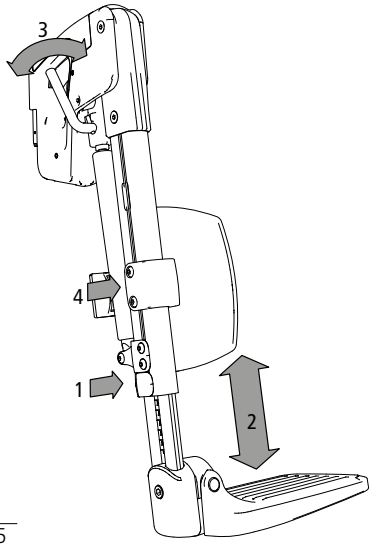

fig. 35
1. Desserrer les deux vis hexagonales au dos (1, fig. 35).
2. Vous pouvez maintenant ajuster la hauteur de la partie inférieure du repose-jambes (2, fig. 35). Resserrer la vis de blocage une fois la position souhaitée choisie.
3. Pour modifier l'angle du repose-jambes, tirer ou enfoncer le levier (3, fig. 35). L'angle s'ajuste en continu par le biais d'un ressort pneumatique.
4. Vous pouvez ajuster la hauteur du coussin appui-mollet en desserrant les vis de blocage (4, fig. 35).